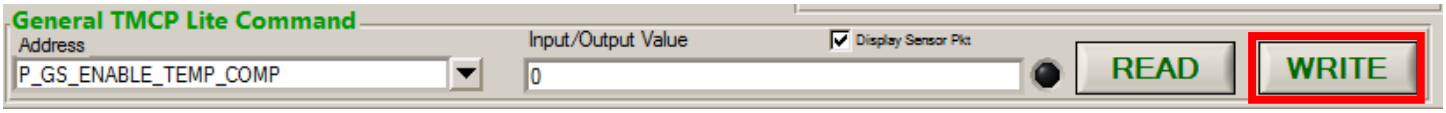

Figure 16 P_Setting P_GS_ENABLE_TEMP_COMP to 0
3) Using alignment software set Address box to "P_**GS_ENABLE_TEMP_COMP"** and Input/output Value box **to 0** and click "WRITE".(Figure 16)